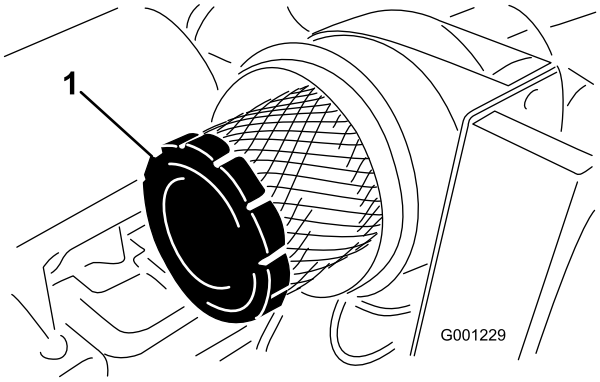

Figur 48
4. Ta bort och byt ut huvudfiltret (Figur 48).